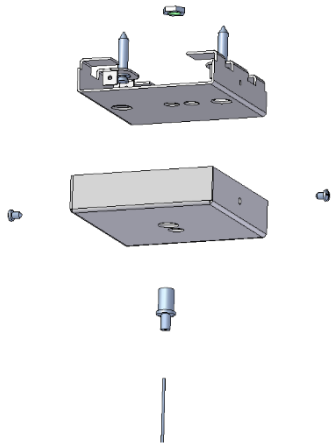

Fig. 5
*1. Drill 4 holes for a plug of 5 on the ceiling according to the indications shown in Figure 5 according to the length of the ceiling light and the position of the suspensions on the ceiling light itself (more or less internal).*
*3. Fasten the wire retainer to the bracket using the nut, thread the steel wire through the cover first (Figures 5)*